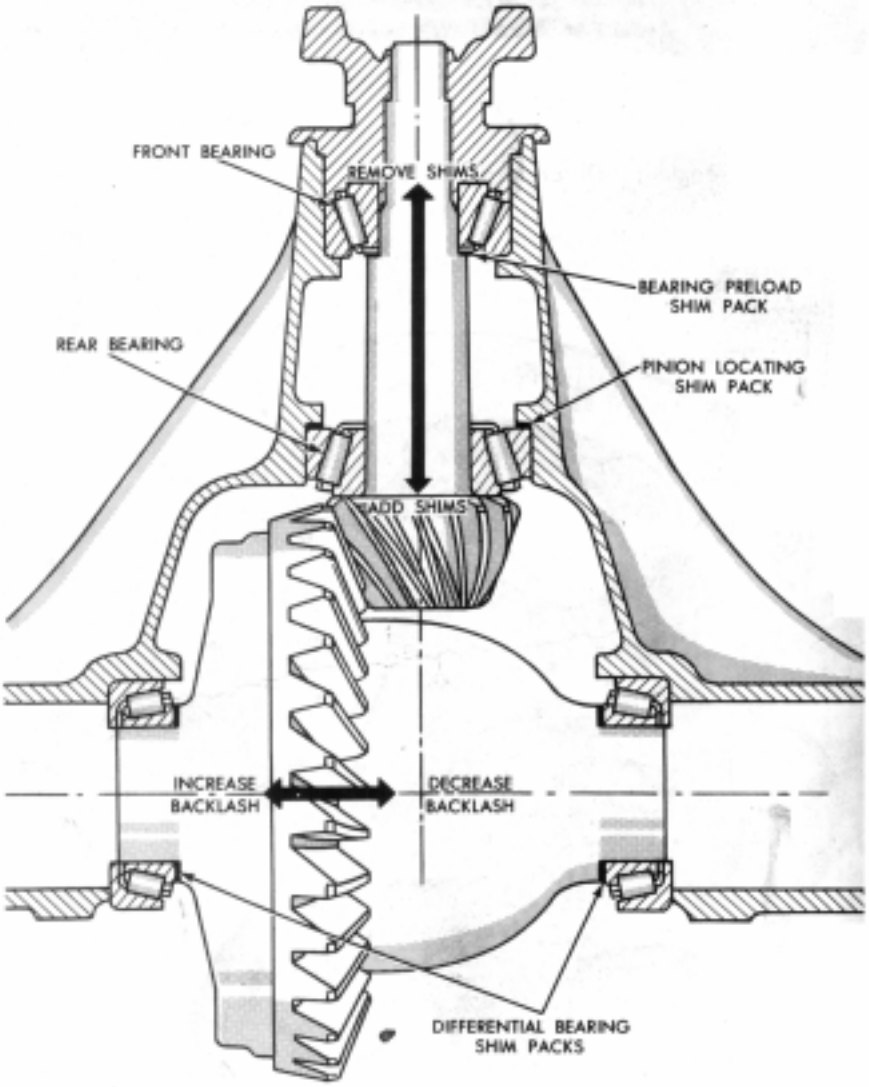

FIG. 15—Pinion and Ring Gear Tooth Contact Adjustments
As in all other axles, two separate adjustments affect pinion and ring gear tooth contact, they are pinion depth (location) and backlash. On all other truck axles, the locating shim pack is installed between the pinion retainer and the carrier. On Dana axles, the pinion locating shim pack is installed between the pinion rear bearing cup and the carrier housing (Fig. 15). Therefore, **adding** shims moves the pinion **toward** the ring gear; **removing** shims moves the pinion **away** from the ring gear.
A plus (+) reading (clockwise from zero) at the highest point on the gauge shaft with a zero-marked pinion, means that the actual assembly dimension is too great in the amount of the plus (+) reading. To correct, add shims in thousandths of an inch that correspond to the plus reading. For example, an indicator reading of plus (+)10 with a zero-marked pinion means that 0.010 inch in shims must be added to the rear bearing cup pack. The addition of shims will move the pinion gear closer to the ring gear and decrease the actual assembly dimension (Fig. 15).
8. After the pinion depth has been adjusted and checked, remove the universal joint flange and front bearing. Add or subtract from the original front pinion bearing preload shim pack, the same amount in thousandths of an inch that was added or subtracted from the shim pack behind the rear bearing cup (Fig. 15). Install the bearing preload shim pack, the outer bearing, the universal joint flange, washer and nut. Torque the flange nut to 200-220 ft-lbs on all models.